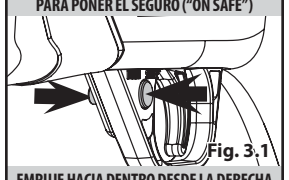

Fig. 3.1
- **b.** El anillo rojo en el botón del seguro indica si el seguro está activado o desactivado (Fig. 3.1)
- **b.** El seguro está en posición de FUEGO y el rifle de aire está con el seguro desactivado ("OFF SAFE") cuando el seguro está sobresaliendo del guardamonte y se ve el color rojo (Fig. 3.1)
1. Active el seguro del rifle de aire ("ON SAFE") (Fig. 3.1)
- **a.** Active el seguro del rifle de aire ("ON SAFE") (Fig. 3.1)
- **i.** Active el seguro del rifle de aire ("ON SAFE") (Fig. 3.1)